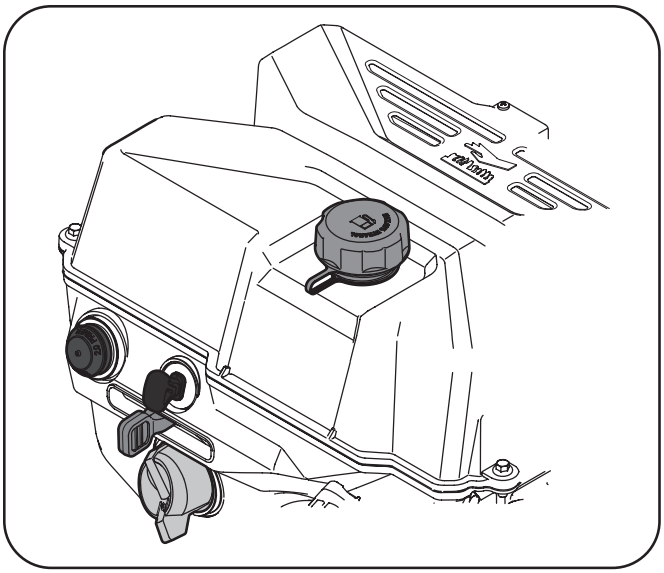

Figure 3-3
5. A fuel level indicator is located in the fuel tank, fill the tank until the fuel reaches the "fuel full" indicator mark.See Figure 3-3. Be careful not to overfill.